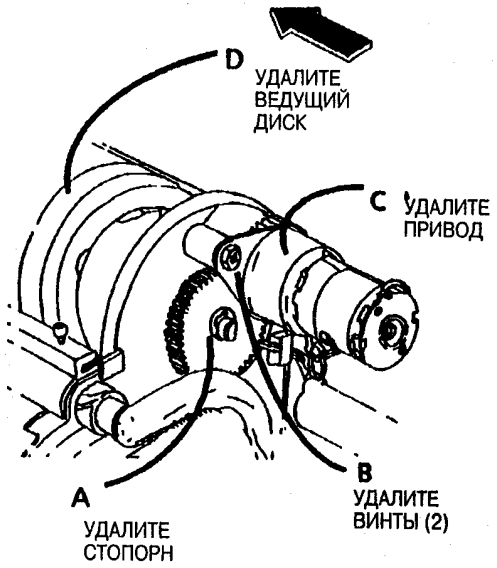

Рис. 4. Удалите ведущий диск катриджа.
4. (Рис. 4): Удалите ведущий диск катриджа.